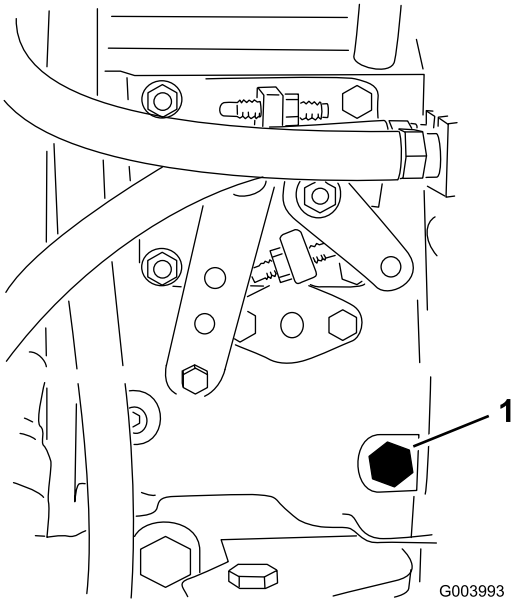

Figuur 48
3. Draai de ontluchtschroef op de brandstofinjectiepomp open (Figuur 48) met een 12 mm sleutel.